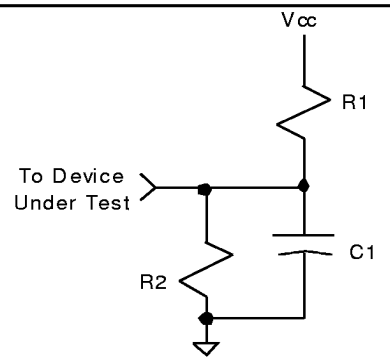

Figure 7: AC Test Load
6. With load specified in Figure 7, Test Load A.
7. With load specified in Figure 7, Test Load B.